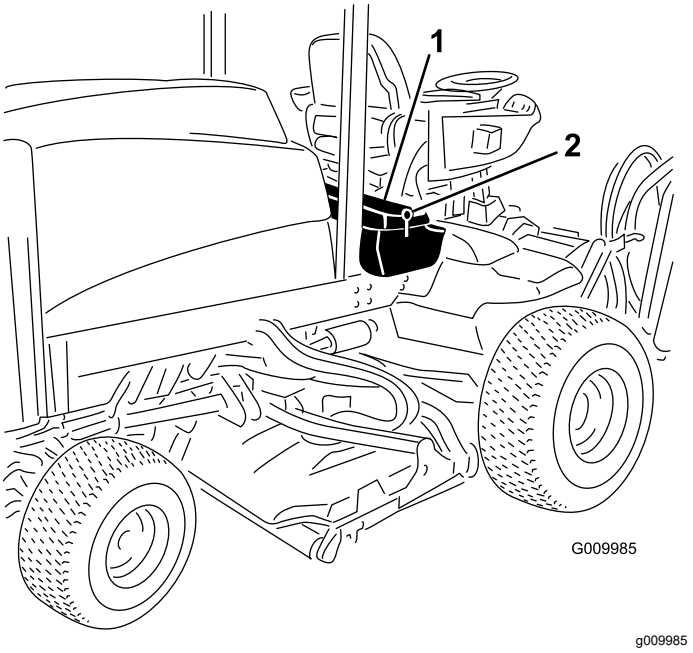
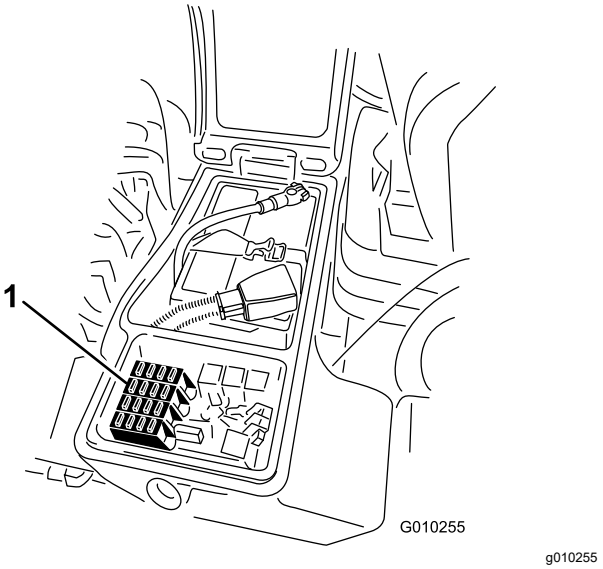

Figuur 100
Figuur 101
1. Zet de grendel van het deksel van de opbergbak rechts los en zet het deksel omhoog (Figuur 100).
1. Zet de grendel van het deksel van de opbergbak rechts los en zet het deksel omhoog (Figuur 100) om bij de zekeringhouder te kunnen (Figuur 101).
2. Vervang de vrije zekering(en) indien nodig (Figuur 101).
3. Sluit het deksel van de opbergbak rechts en zet het deksel vast met de grendel (Figuur 100).